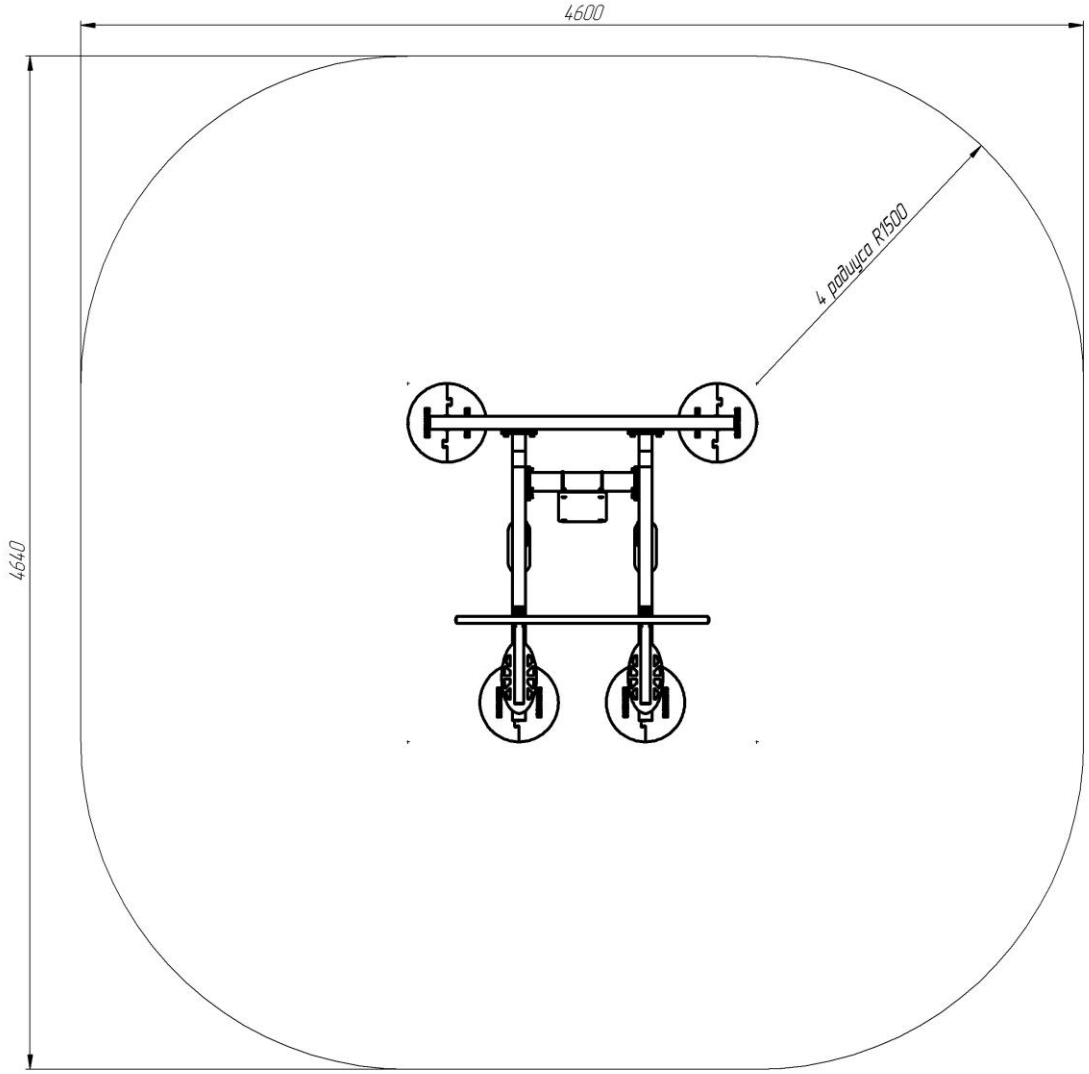

Рис.1
Над зоной безопасности, представленной на рис.1., должно быть пространство на высоту 5,3 м свободное от строений, зеленых насаждений и элементов других конструкций.
11.1.2. Установка Изделия проводится на ровной площадке, свободной от насаждений. Размер площадки не меньше указанного на зоне безопасности (см. рис.1).